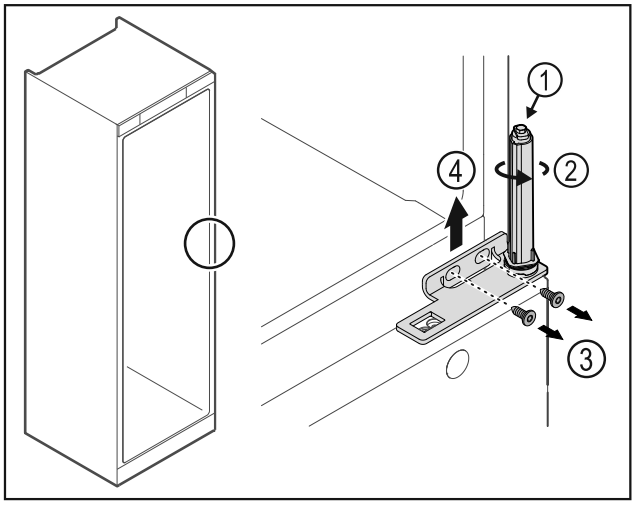

Fig. 22
▶ Nu dezasamblați sistemul de închidere al ușii *Fig. 22 (1)*.
▶ Rotiți *Fig. 22 (2)* sistemul de închidere, până când face clic.
▶ Desfaceți șuruburile *Fig. 22 (3)*, detașați colțarul balamalei în sus *Fig. 22 (4)*.